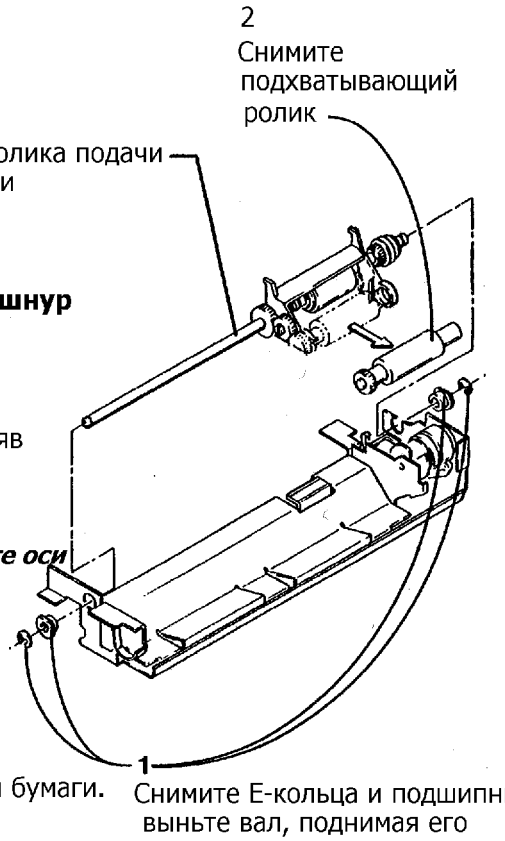

Рисунок 1. Снятие подхватывающего ролика
3. (рис.1) Удалите подхватывающий ролик, сняв его с передней ручки подачи.